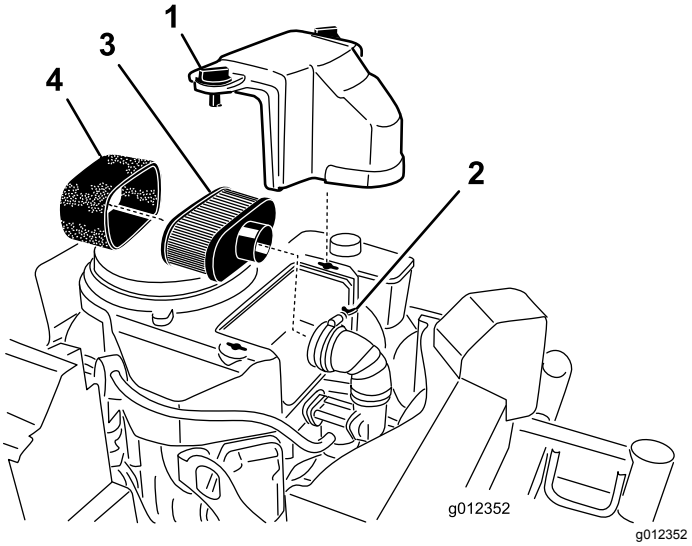

Figur 21
3. Rengør området omkring luftfilteret for at forhindre snavs i at trænge ind i motoren og forårsage beskadigelse (Figur 21).
4. Skru dækselgrebet af, og afmonter luftfilterdækslet (Figur 21).
5. Skru slangeklemmen af, og afmonter luftfilterenheden (Figur 21).
6. Træk forsigtigt skumindsatsen af papirindsatsen (Figur 21).
1. Rengør ikke papirfilteret. Udskift det (Figur 21).
1. Skub forsigtigt skumelementet på papirluftfilterelementet (Figur 21).
2. Placer luftfilteret på bundpladen, og fastgør det med 2 vingemøtrikker (Figur 21).
3. Sæt luftfilterdækslet på plads, og tilspænd dækselgrebet (Figur 21).